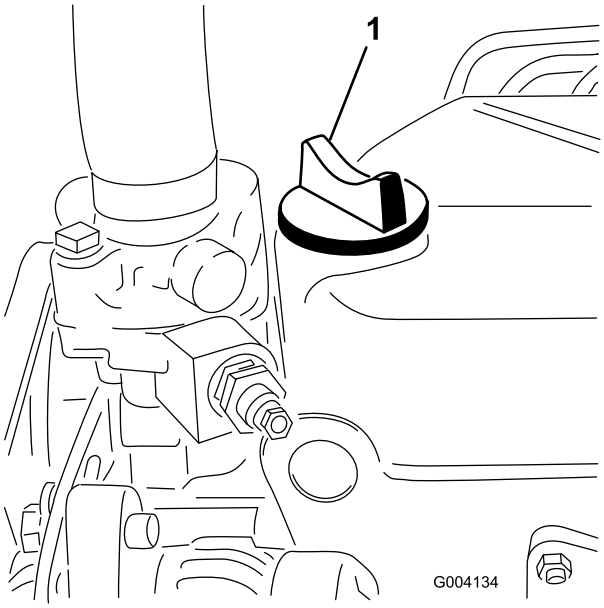

Figur 29
5. Hvis oljenivået er under Full-merket, tar du av oljelokket (Figur 29) og fyller olje til nivået når opp til Full-merket på peilestaven.